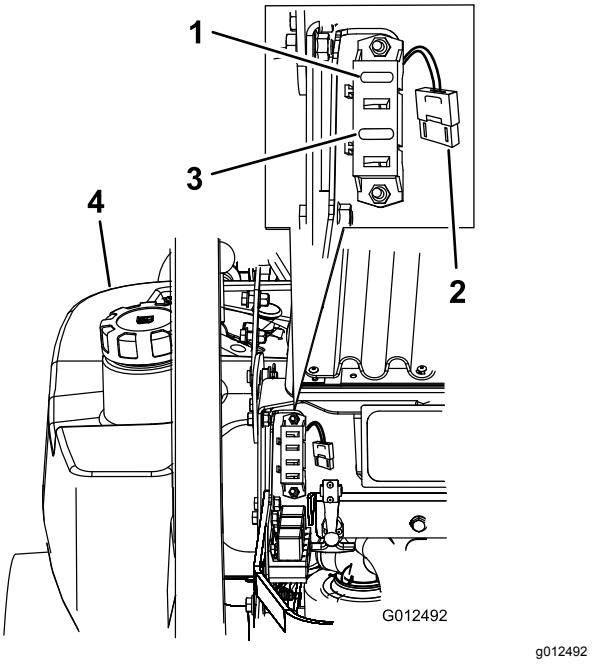

Figur 48
1. Løsn motorhjelmen, og hæv den for at få adgang til sikringsholderen (Figur 48).
3. Isæt en ny sikring (Figur 48).